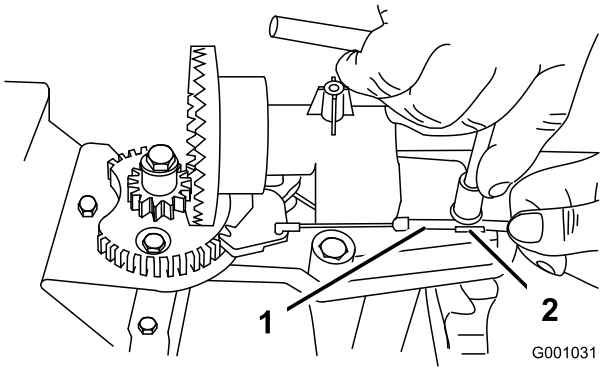
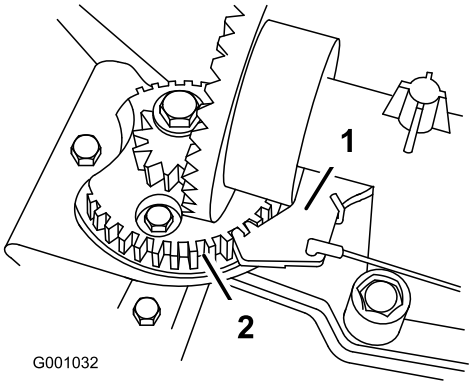

Rysunek 51
Rysunek 52
2. Odkręć śrubę na zacisku linki (Rysunek 51).
3. Chwyć kanał linki i przesuń go w kierunku przodu maszyny, aż zapadka tunelu wyrzutowego całkowicie zaczepi się o uzębienie koła zębatego (Rysunek 51 i Rysunek 52).
Informacja: Zapadka jest sprężynowa i automatycznie opadnie na uzębienie koła zębatego (Rysunek 52).